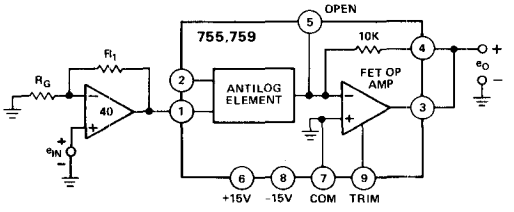

Figure 6. Method for Adjusting K< 2/3V
Scale Factor (K) Adjustment – The scale factor may be adjusted for all values of K greater than 2/3V by the techniques described in the log section. If a value of K less than 2/3V is desired for a given application, an external op amp would be required as shown in Figure 6. The ratio of the two resistors is approximately: